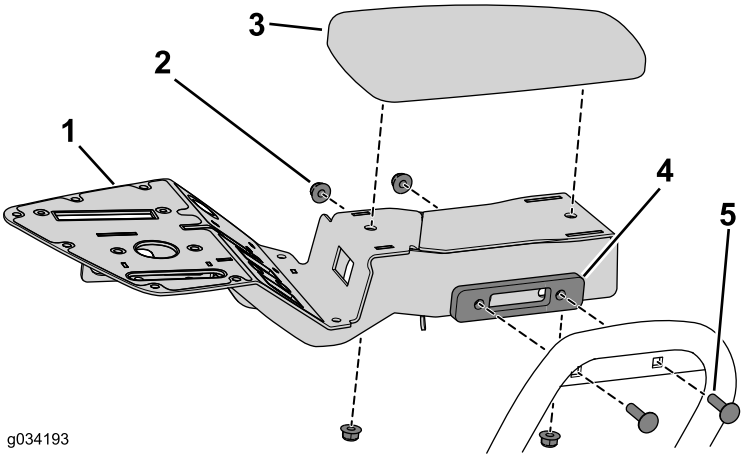

Figura 16
2. Utilizzate i 2 bulloni a testa tonda e i dadi flangiati che avete rimosso in precedenza per fissare la staffa della consolle (Figura 16).
3. Utilizzate i 2 dadi flangiati rimossi in precedenza per fissare il bracciolo al gruppo consolle (Figura 16).